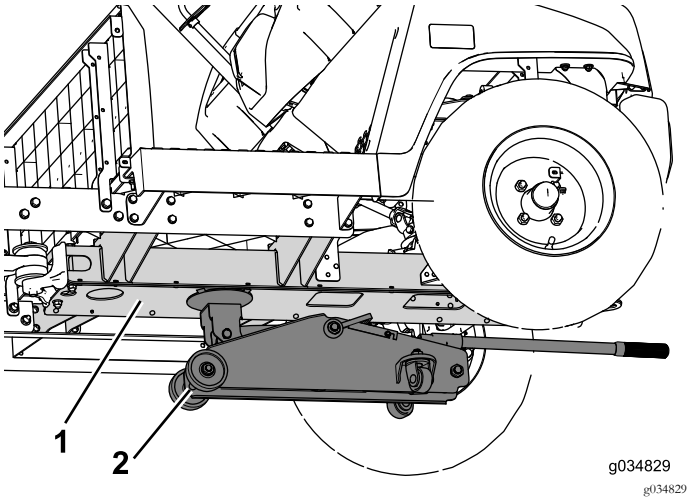

Figur 63
2. Placera en domkraft under mittkanalen för att stötta upp maskinens framdel (Figur 63).